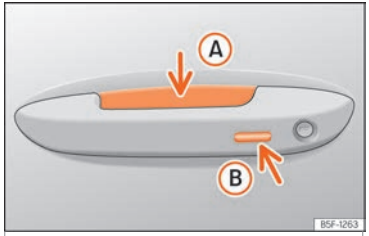

Abb. 88 Türgriff: Sensorflächen
››› Abb. 88
- Umfassen Sie einen der Griffe an den Vordertüren. Dabei wird die Sensorfläche ››› **Abb. 88** Ⓐ (Pfeil) im Türgriff berührt und das Fahrzeug entriegelt sich.
- Berühren Sie *einmal* die Verriegelungssensorfläche ››› **Abb. 88** Ⓑ (Pfeil) am Griff an einer der Vordertüren. Die Tür, an welcher der Griff betätigt wird, muss geschlossen sein.
- Berühren Sie *einmal* die Sensorfläche ››› **Abb. 88** Ⓑ (Pfeil) am Griff an einer der Vordertüren. Das Fahrzeug ist mit der „Safe" ››› **Seite 113**-Sicherheitssystem verriegelt. Die Tür, an welcher der Griff betätigt wird, muss geschlossen sein.
- Berühren Sie *zweimal* die Sensorfläche ››› **Abb. 88** Ⓑ (Pfeil) am Griff an einer der Vordertüren, um das Fahrzeug zu verriegeln, ohne das Sicherheitssystem „Safe" zu aktivieren ››› **Seite 113**.
- Berühren Sie die Schließtaste auf dem Funkschlüssel und berühren Sie einmal innerhalb von 5 Sekunden die Verriegelungssensorfläche am Fahrertürgriff ››› Abb. 88 Ⓑ. Greifen Sie nicht am Türgriff, da sich das Fahrzeug sonst nicht verriegelt. Die Deaktivierung kann auch erfolgen, wenn das Fahrzeug über Fahrertürschloss verriegelt wird.
Um mit der **Komfortfunktion** alle elektrischen Seitenfenster und das Glasdach zu schließen, legen Sie einige Sekunden einen Finger auf den Verriegelungssensorfläche ››› Abb. 88 Ⓑ (Pfeil) am Türgriff, bis die Seitenfenster und das Dach geschlossen sind.
Die Sensoren der Türgriffe können durch einen Wasser- oder Hochdruckdampfstrahl aktiviert werden, sofern sich ein gültiger Schlüssel in der Nähe befindet. Ist mindestens eines der elektrisch betriebenen Seitenfenster geöffnet und wird die Sensorfläche ››› Abb. 88 Ⓑ (Pfeil) an einem der Türgriffe permanent aktiviert, schließen sich alle Fenster.